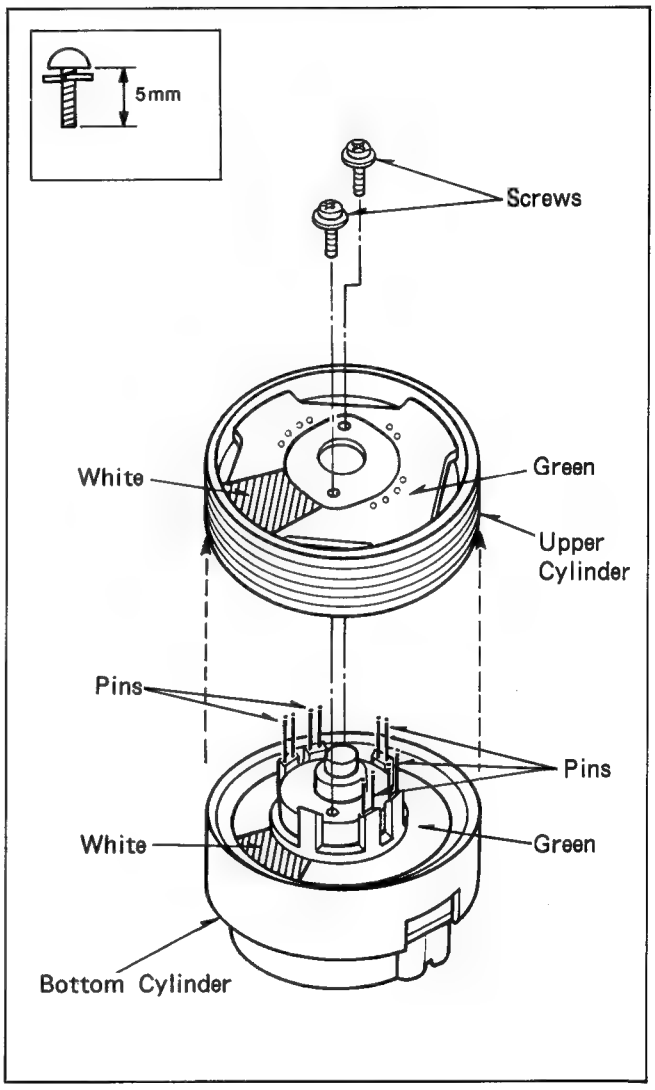

Fig. R3
(1) REMOVING THE UPPER CYLINDER UNIT
a. Remove the 2 screws as shown in Fig.R3.